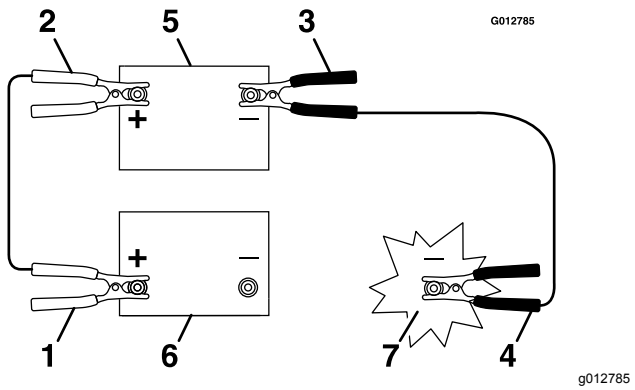

Figur 49
3. Anslut pluskabeln (+) till pluspolen (+) på det urladdade batteriet som är anslutet till startmotorn eller magnetspolen enligt Figur 49.